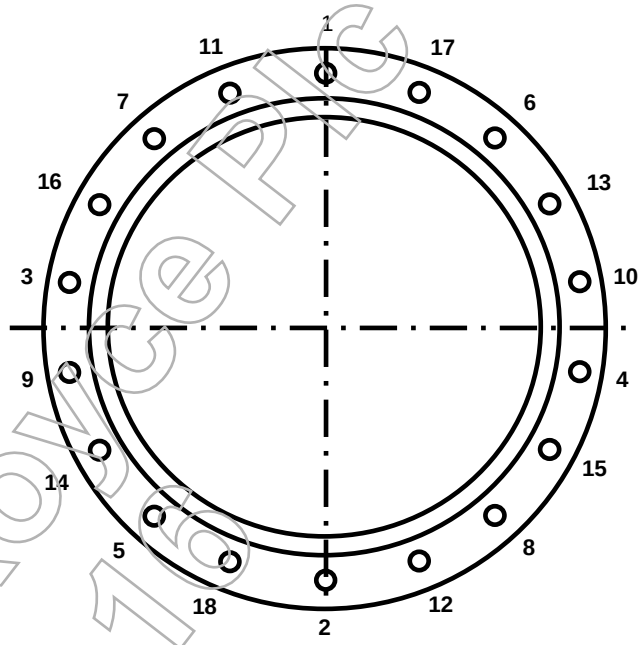

FIGURE 37 – TORQUE SEQUENCE FOR CIRCULAR OR IRREGULAR SHAPED FLANGES
8.4.6.1 Circular or irregular shaped flanges with continuous split lines shall be tightened as follows: Refer to Figure 37.
d) When all fasteners have been tightened to 1/2 of the specified assembly torque, apply the specified assembly torque in a similar sequence (see Figure 37) to all fasteners on the split line.
8.4.8.1 For flanges of any type (pipe, case, etc.) that are secured with 50 or more fasteners it is not practical to apply a standard tightening sequence of individual fasteners. Therefore, it is permissible to tighten groups of adjacent fasteners to simplify and speed up the assembly process. For such flanges, the torque sequence of Section 8.4.6 and Figure 37 apply except an individual fastener or sequence number will represent a fastener group. The maximum number of fasteners in a group shall be per Table 16. Each group of fasteners shall contain an equal number of fasteners within one.